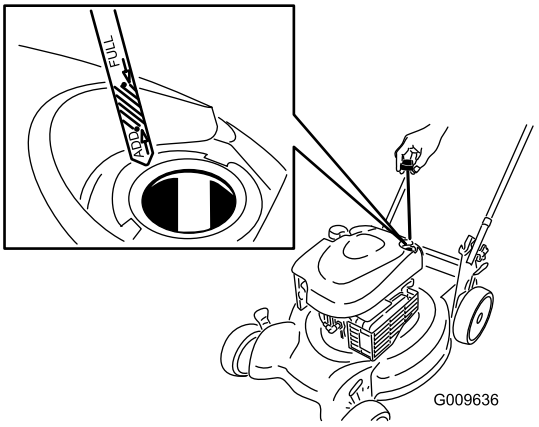

Bild 4
1. Ziehen Sie den Peilstab heraus (Bild 4).
2. Füllen Sie das Öl **langsam** in den Einfüllstutzen ein, um den Ölstand auf die Marke **Voll** am Peilstab anzuheben (Bild 4). **Füllen Sie nicht zu viel ein.** (Max. Füllstand: 0,59 l des Typs: Waschaktives SAE 30-Öl mit der Klassifizierung SF, SG, SH, SJ, SL oder höher durch das American Petroleum Institute (API).)